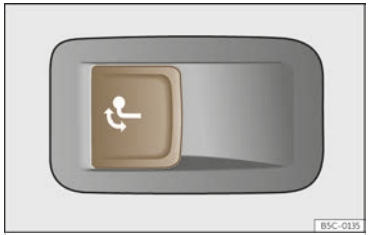

Fig. 205 Left side of the luggage compartment: button to unlock the tow hitch.
- Pull the ››› Fig. 205 button briefly. The tow hook unlocks electrically and automatically turns outwards. The button's control lamp flashes.
- Pull the ››› Fig. 205 button briefly. The tow hook unlocks electrically.
- **Never press the button ››› Fig. 205 when there is a trailer hooked to the vehicle or when a carrier system or other accessories are mounted on the tow hook.**